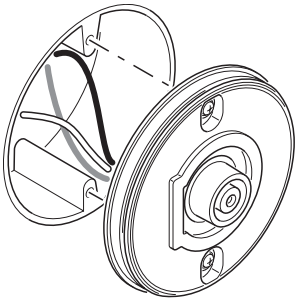

Figure 5
1. Placez la plaque de montage contre la boîte de jonction et serrez fermement les deux vis de montage sur la boîte de jonction (voir la Figure 5). Serrez solidement les deux vis de décoratives dans la boîte de jonction. Au besoin, utilisez les vis retirées du luminaire qui était en place. Évitez de trop serrer.